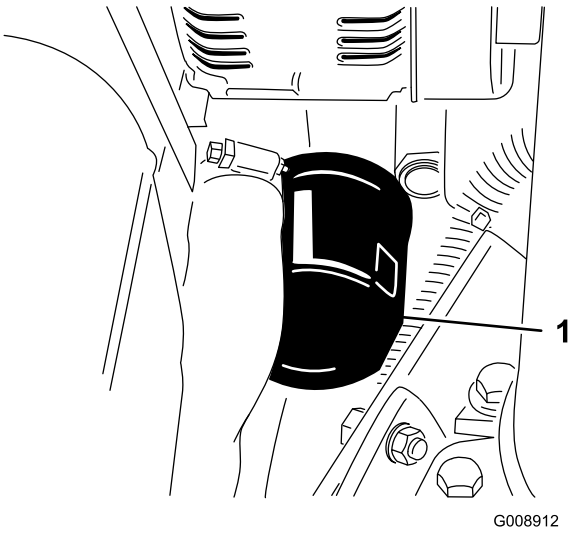

Figuur 46
2. Verwijder het oliefilter (Figuur 46). Smeer een dun laagje schone olie op de nieuwe filterpakking voordat u deze vastschroeft. **Niet te vast draaien.**